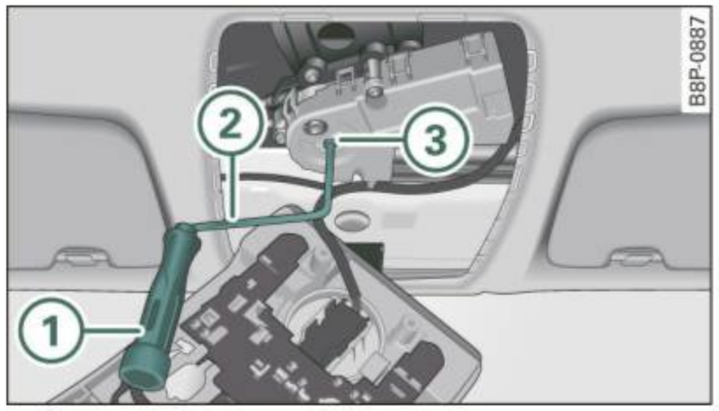

Fig. 45 Light unit in the headliner: crank for emergency operation
- Push the long end of the crank (2) ⇒ fig. 45 all the way into the hexagonal hole (3).